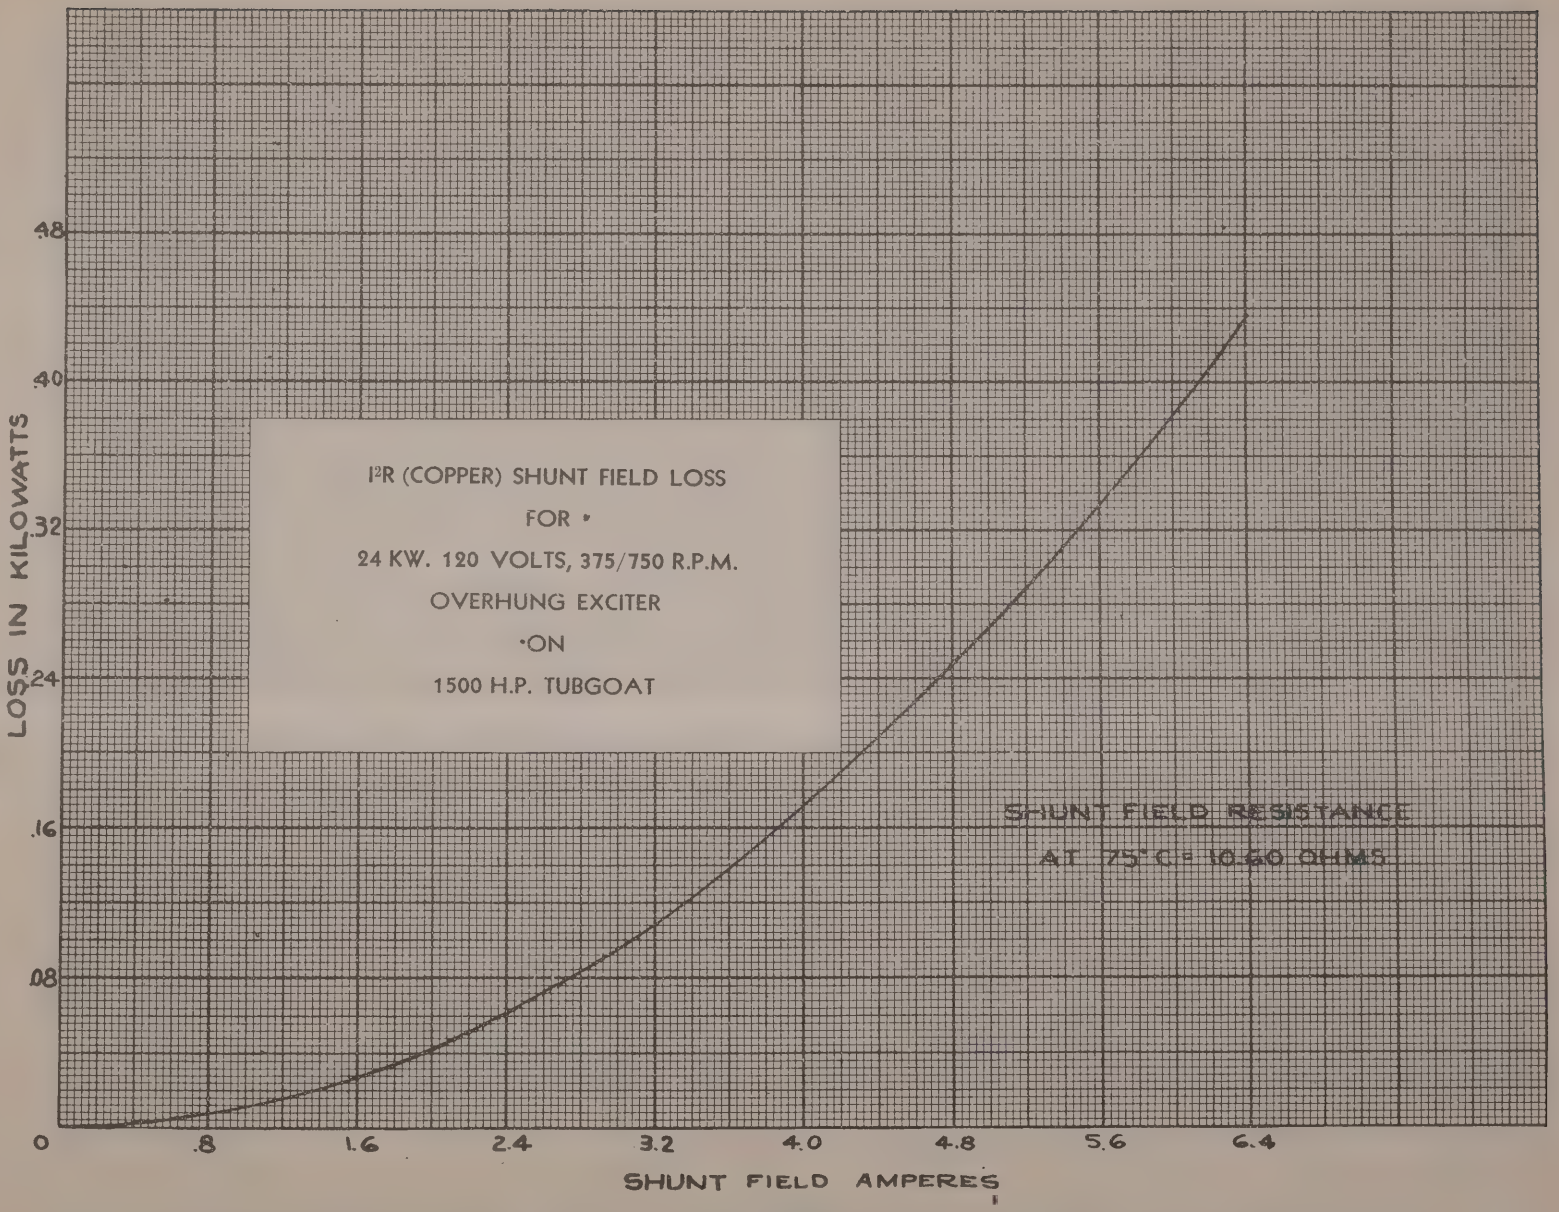

Fig. 22W
3. Shunt I^2R loss is read directly from Fig. 22W..... .39 kw.